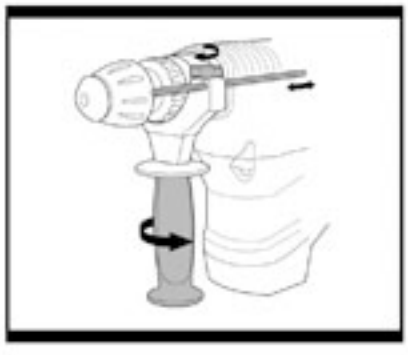

Fig. 2
Desserrer la poignée auxiliaire en la tournant dans le sens anti-horaire puis glisser la poignée sur la tête de l'outil. Tourner la poignée dans le sens horaire pour la bloquer puis serrer fermement (Fig. 2).
2. INSTALLATION DE LA BUTEE DE PROFONDEUR (Fig. 2)